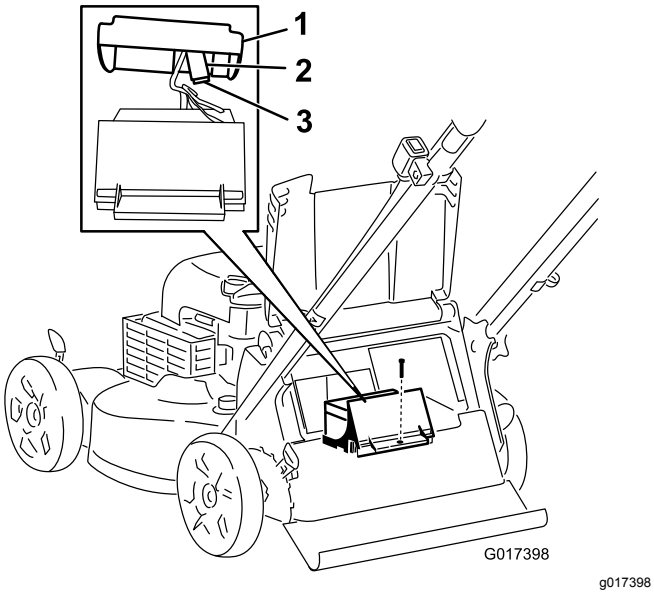

Figur 37
3. Fjern den skrue, der sikrer batterirummet, træk batteriet ud, og find sikringen (Figur 37).
4. Sæt en ny sikring i sikringsholderen (Figur 37).